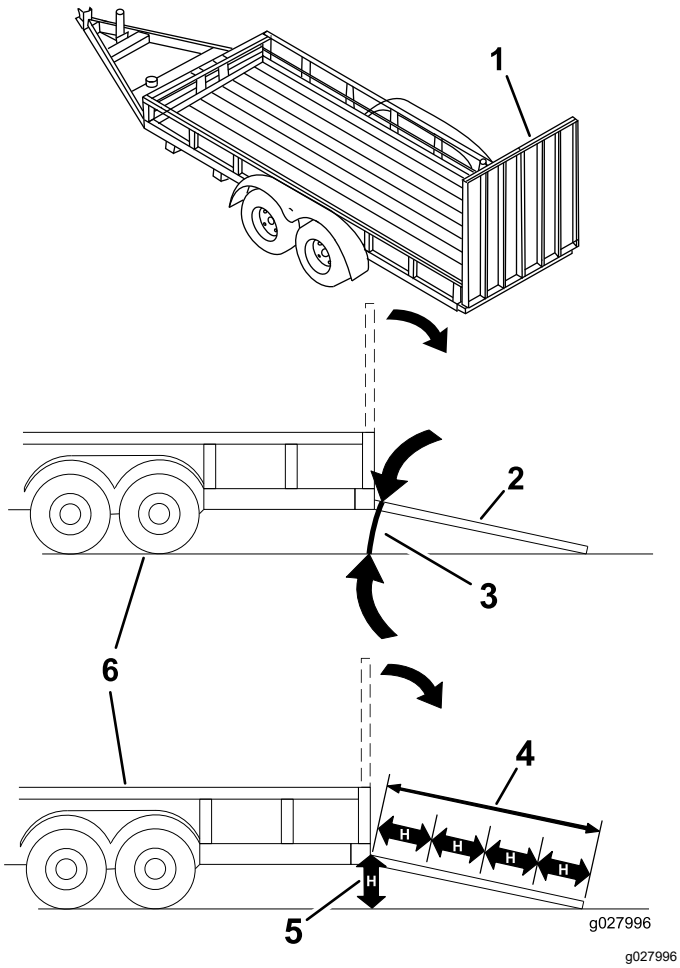

Bild 34
Das Laden einer Maschine auf einen Anhänger oder einen Lastwagen erhöht die Umkippgefahr und könnte schwere oder tödliche Verletzungen verursachen (Bild 34).
3. Senken Sie die Rampe ab und stellen Sie sicher, dass der Winkel zwischen der Rampe und dem Boden höchstens 15 Grad beträgt (Bild 34).
1. Senken Sie die Rampe ab und stellen Sie sicher, dass der Winkel zwischen der Rampe und dem Boden höchstens 15 Grad beträgt (Bild 34).